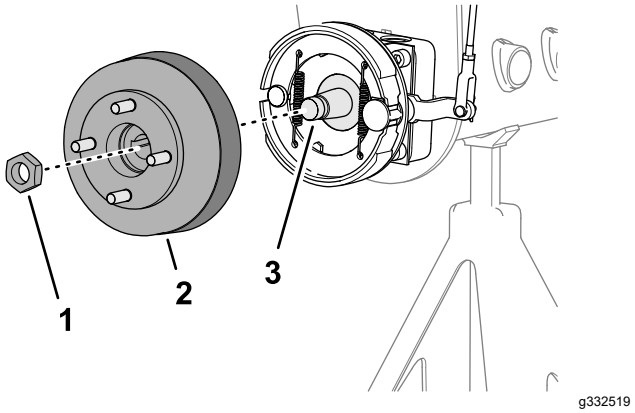
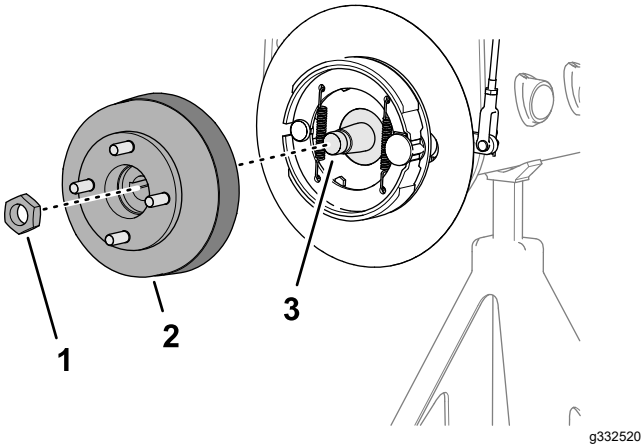

Figur 86
Figur 87
3. Montera hjulnavet och bromstrumman på hjulmotoraxeln (Figur 86 eller Figur 87).
4. Fäst hjulnavet på axeln med låsmuttern (Figur 86 eller Figur 87) och dra åt för hand.